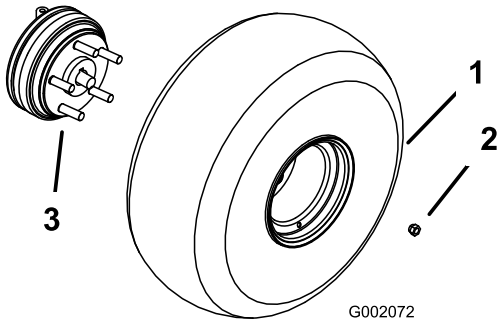

Figur 3
3. Monter hjulene med de fastgørelsesanordninger, der tidligere blev fjernet (Figur 3), og tilspænd med et moment på 61–88 Nm.